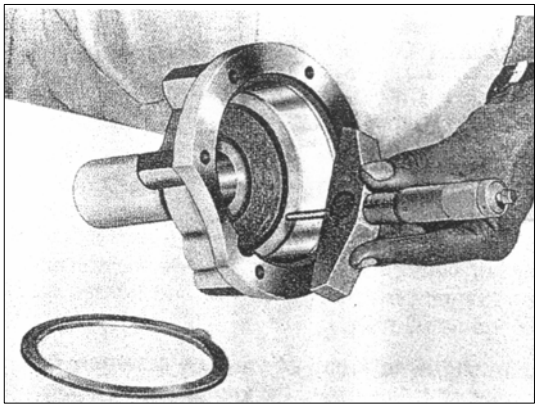

РИС. 250
27) Установите регулировочное упорное кольцо на переднюю крышку первичного вала и измерьте глубину гнезда радиально-упорного подшипника в передней крышке. (см.рис.250). Выберите регулировочное кольцо для передней крышки также как вы его выбрали для задней крышки. Осевой зазор радиально-упорного